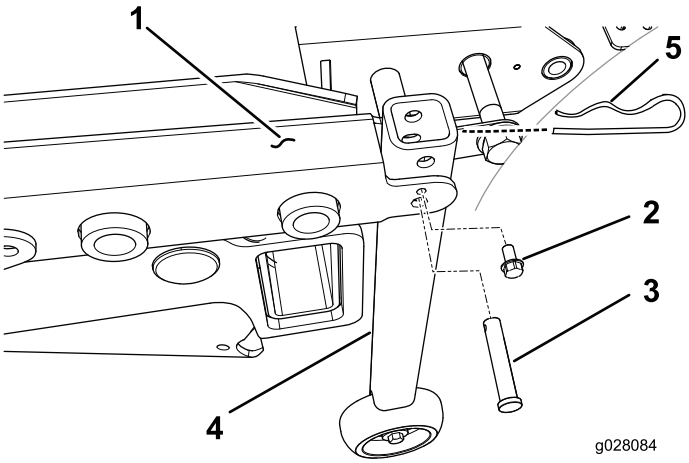

Figur 32
2. På traktionsenheder med et serienummer, der kommer før 312999999, installeres den lodrette rørstøttesamling på hvert bageste hjørne af skjoldrammen med en gaffelbolt og 1/4 tomme selvskærende skrue (Figur 32).